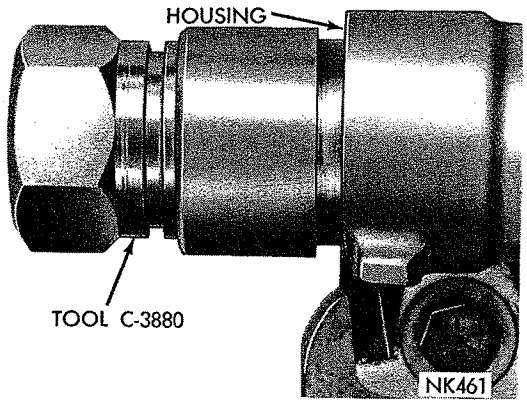

*Fig. 20—Installing Cross Shaft Oil Seal*
(2) Place seal onto splines on cross shaft with lip of seal facing gear housing.
(3) Place installing adapter from Tool C-3880 against seal. For Valiant, Barracuda, Belvedere and Satellite models use adapter SP-3828 with **short step end** toward seal (Fig. 20). For Fury models use adapter SP-3052.
(4) For Valiant Barracuda Belvedere and Satellite models, place the nut down (from Tool set C-3880) on cross shaft, and turn it down against adapter, pressing seal into housing until step on adapter contacts end of housing. For Fury models, press in seal until a gap of ¼ inch exists between adapter and housing.